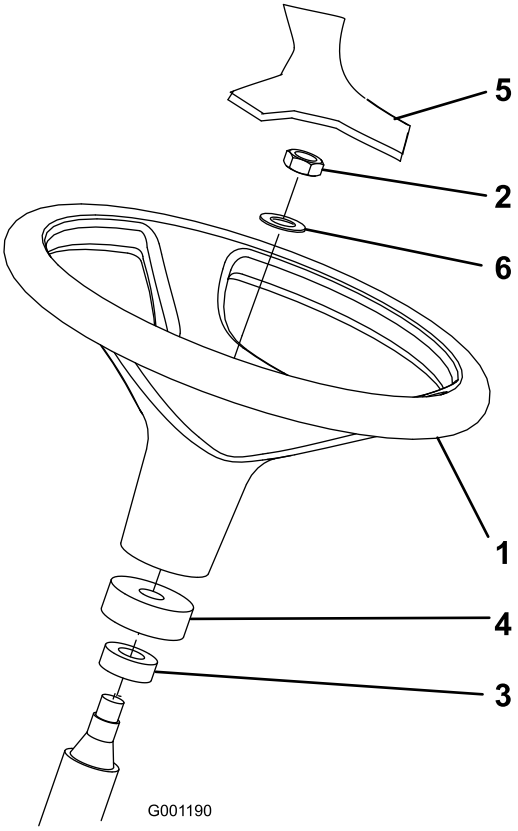

**Figuur 3**
2. Verwijder de contramoer en de ring van de stuuras. Controleer of de schuimrubberen kraag en de stofkap op de stuuras zitten (Figuur 3).
3. Schuif het stuurwiel en de ring op de stuuras (Figuur 3).
5. Plaats de kap op het stuurwiel (Figuur 3).